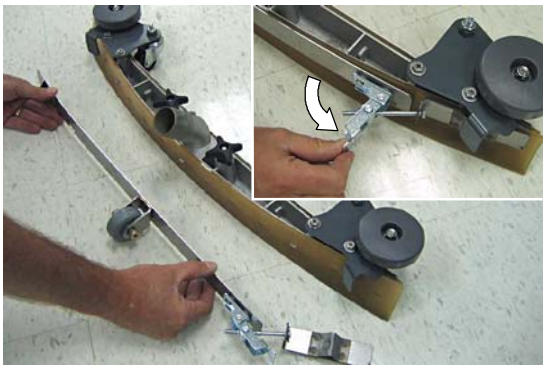

FIG. 46
2. Détachez l'agrafe de la bande et retirez la bande du bloc de racloir (Figure 46).